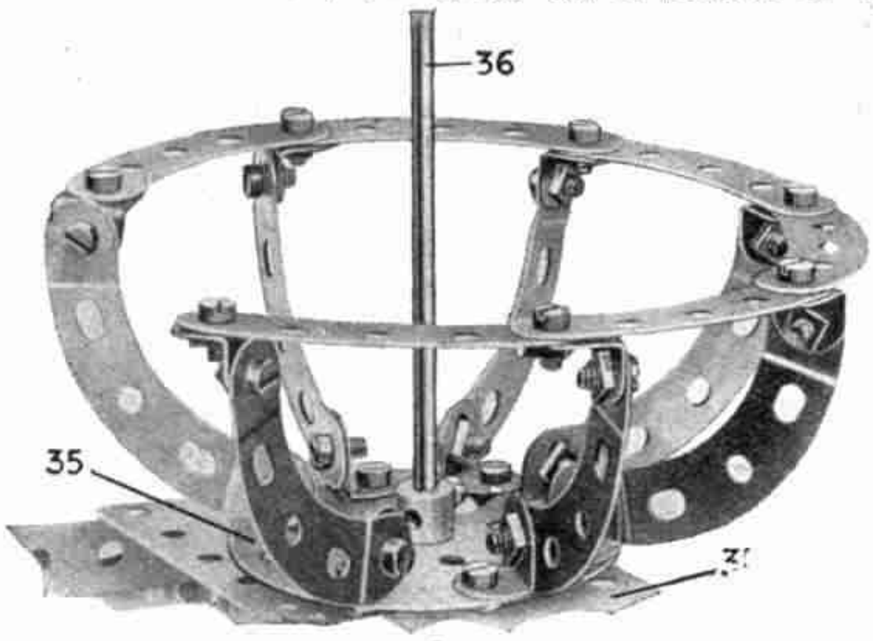

Fig. 2. — Voiture tournante
Chaque voiture pivotante (Fig. 2) comprend un Plateau Central (35) sur lequel sept Bandes incurvées de petit rayon de 6 cm. sont fixées par des Equerres. Six Bandes Incurvées de 6 cm. de grand rayon attachées aux extrémités supérieures des Bandes Incurvées de petit rayon forment un dossier pour les occupants de la voiture. Une Tringle de 29 cm. (36) fixée dans la bosse du Plateau Central, pénètre dans des supports formés de la Plaque sans Rebords de 14 × 6 cm. (31) et dans une Equerre (27) boulonnée à l'une des Bandes 18. Cette Tringle (36) passe au travers du trou central transversal d'un Accouplement (37) dans le trou axial duquel pénètre une extré-